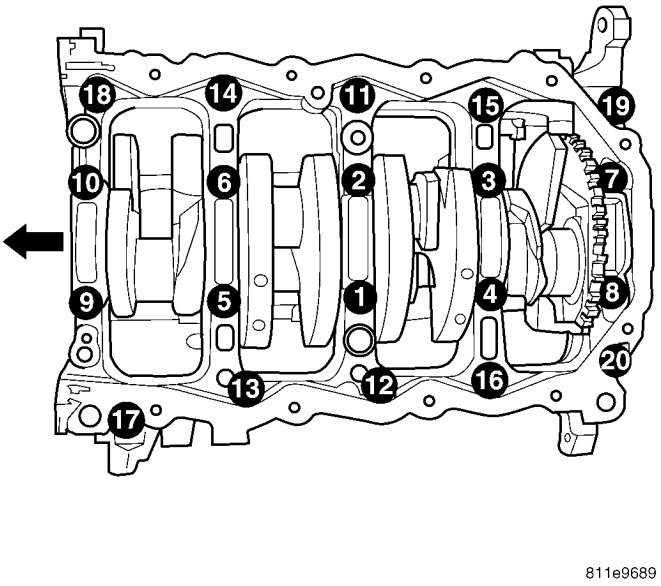

Fig. 45 Bed Plate Bolt Removal Sequence
(19) Remove all bed plate bolts from the engine block (Fig. 45).
(20) Using a mallet gently tap the bed plate loose from the engine block dowel pins.